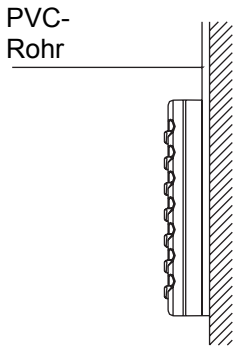
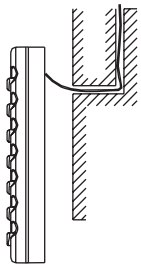

Abb. 6: Oberflächenverlegung des Kabels
Abb. 7: Versteckte Kabelinstallation
2. Wird das Kommunikationskabel zwischen Kabelsteuergerät (85 × 85 × 16) und Innengerät auf der Oberfläche verlegt, PVC-Rohr verwenden und entsprechende Vertiefung in der Wand herstellen (siehe Abb. 6); bei der versteckten Verlegung ein geeignetes PVC-Rohr in die Wand einbauen (siehe Abb. 7).